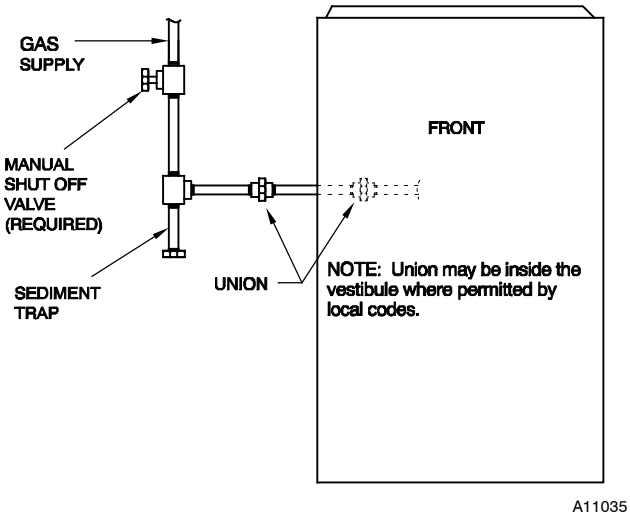

Fig. 32 - Typical Gas Pipe Arrangement
Install a sediment trap externally in the riser leading to furnace as shown in Fig. 32. Connect a capped nipple into lower end of tee. Capped nipple should extend below level of furnace gas controls. Place a ground joint union between furnace gas control valve and exterior manual equipment gas shutoff valve.
5. Fasten the external electrical box to the furnace casing using two (2) sheet metal screws.
11. Connect field power and neutral leads to furnace power leads inside the external electrical box as shown in Fig. 32.